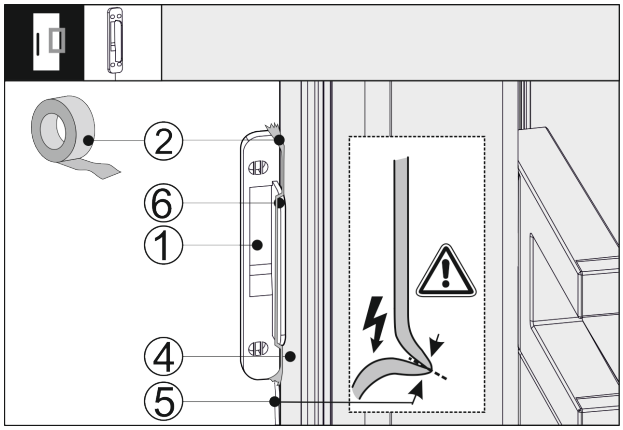

Fig. 42
▶ Zet de klopsensor *Fig. 42 (1)* zijdelings tegen de apparaatdeur *Fig. 42 (4)* aan, zodat de aanslag *Fig. 42 (6)* tegen de apparaatdeur *Fig. 42 (4)* aanligt. De sensorkabel *Fig. 42 (5)* is licht gespannen en ligt ook tegen de apparaatdeur *Fig. 42 (4)* aan.
▶ Bevestig de klopsensor *Fig. 42 (1)* met tape *Fig. 42 (2)*. De klopsensor wordt later met het meubelfront vastgeschroefd.